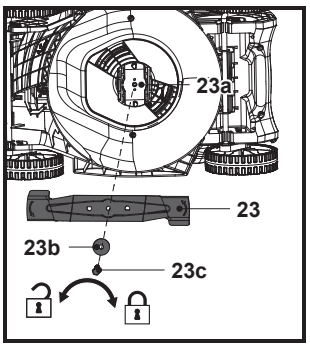

Fig. 19
5. Substitua a lâmina de corte (23) por uma nova do mesmo tipo. Verifique primeiro o estado do suporte da lâmina (23a) no fuso e, em seguida. fixe a lâmina de corte (23) no suporte da lâmina (23a), alinhando-a com os padrões no suporte da lâmina (23a), fixe o conjunto com a anilha plana (23b) e o parafuso de fixação (23c) e aperte manualmente.
6. Segure firmemente a lâmina de corte (23) com uma mão protegida com uma luva resistente e/ou com um pau de madeira e aperte o parafuso de fixação (23c) para a direita com um binário mínimo de 25 Nm e máximo de 30 Nm para garantir um funcionamento seguro da máquina (Fig. 19).